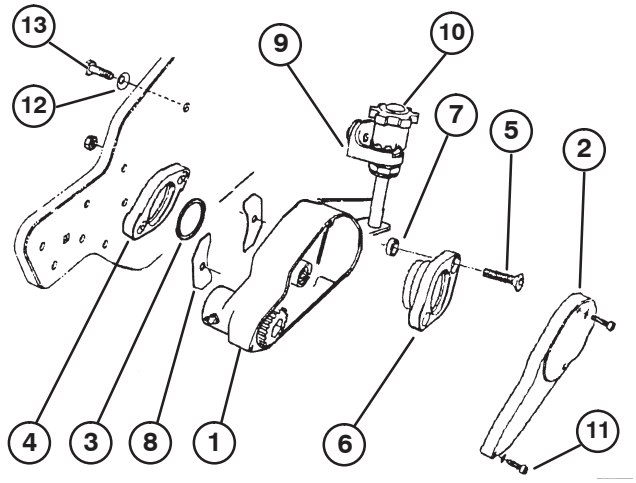

Figure 4
A. Remove 3 socket head capscrews and lock washers securing cover to groomer housing assembly (Fig. 4).
B. Remove the Belleville washer and the 3/8 x 5/8 in. capscrew from each mounting block (Fig. 4).
C. Insert an adapter ring into the reel bearing housing (Fig. 4 & 5).
D. Insert two 3/8 x 2 in. flat head screws through the bearing adapter and position the spacers on the ends of the screws (Fig. 4 & 5).
E. Align the bearing adapter, spacers and screws with the bronze bearing and the slots in the groomer housing. Slide the bearing adapter through the bronze bearing and the screws through the slots in the groomer housing assembly (Fig. 4 & 5).
F. Insert a slot cover onto each screw, aligning the curved side of the slot cover with the curve of the groomer housing. The slot covers are to be positioned curving away from groomer housing (Fig. 4).
G. Insert the flat head screws into the reel bearing housing. Install the locknuts on the screws and torque them to 23 to 27 ft.–lb (Fig. 4 & 5).
10. Apply blue Loctite to the threads on the groomer shaft. Thread the driven pulley (left hand thread) onto the end of the groomer shaft. Using a 3/8” allen socket on a torque wrench, torque the pulley to 29 to 35 ft.–lb (Fig. 4 & 5).
11. Mount the adjustment knob mounting block to the left side plate with the 3/8 x 5/8” lg. capscrew and Belleville washer previously removed (Fig. 4).
12. Reinstall the left bedbar adjuster frame to the side plate with the capscrews and washers previously removed (Fig. 4).